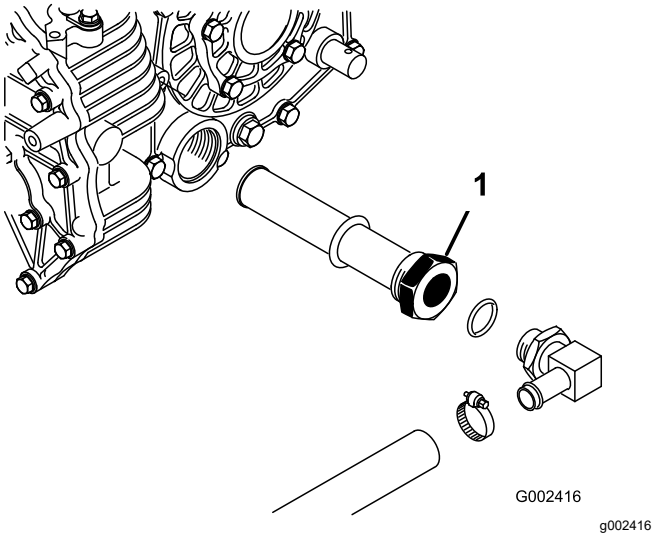

Figur 71
5. Læg mærke til hydraulikslangens retning og 90-grader-beslaget, som er tilsluttet filteret på siden af beholderen (Figur 71).